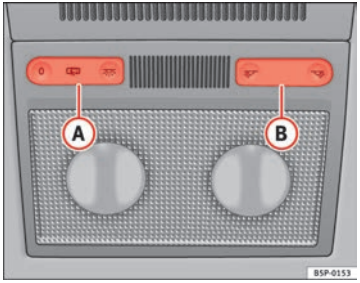

Abb. 76 Ausschnitt aus Dachhimmel: Innenleuchte vorne
Mit dem Schalter ⇒ Abb. 76 (A) können Sie folgende Positionen wählen:
Drücken Sie den Schalter auf die Position O ⇒ Abb. 76. ▶